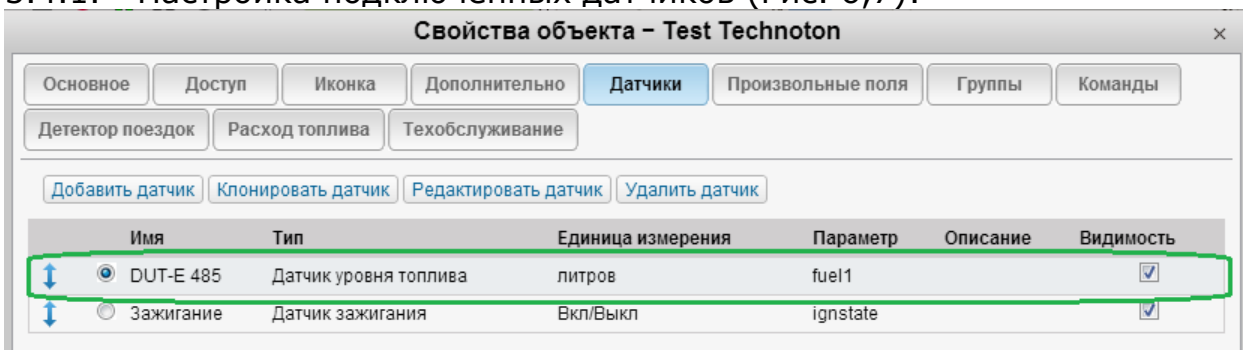

Рисунок 6
3.4.1. Настройка подключенных датчиков (Рис. 6,7):